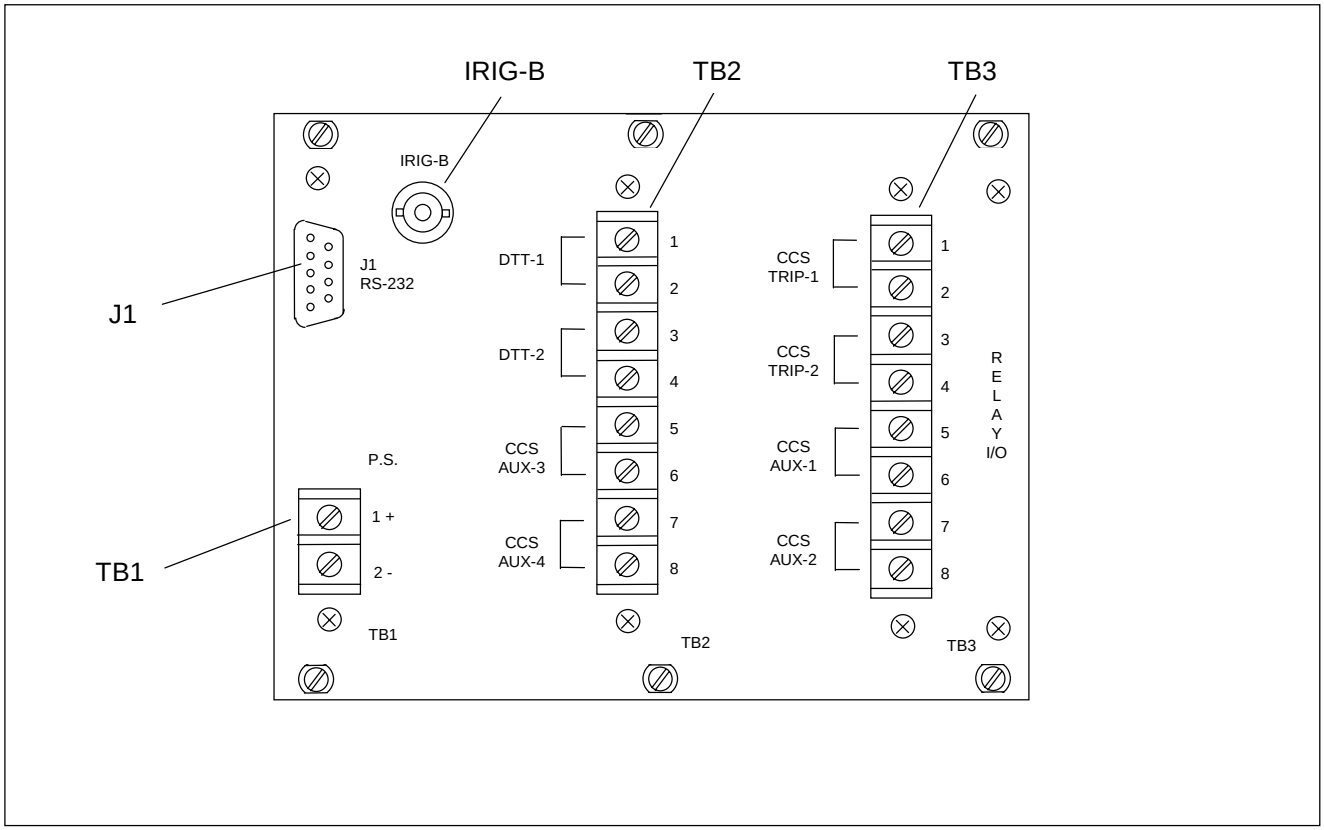

Figura 20-2. Conectores y tabletas de terminales del Módulo de E/S de relé RFL 93B RELAY I/O
20.2.1 CONECTORES Y TABLETAS DE TERMINALES DEL PANEL POSTERIOR (Figura 20-2)